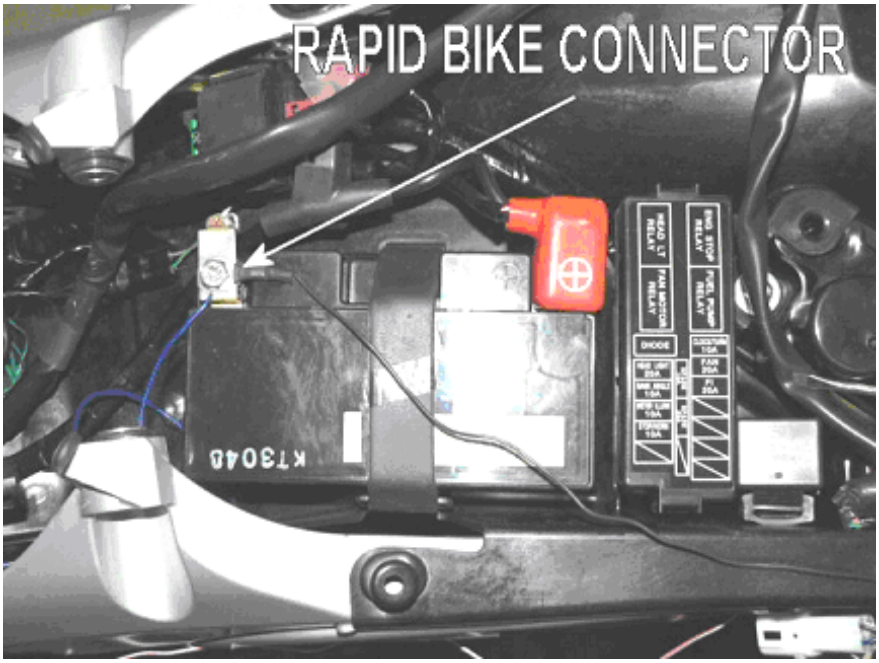

Fig.10
12. Den Leiter anschließen die von der Rapid Bike-Verkabelung zum Minuspol der Batterie gehen (**Fig.10**).